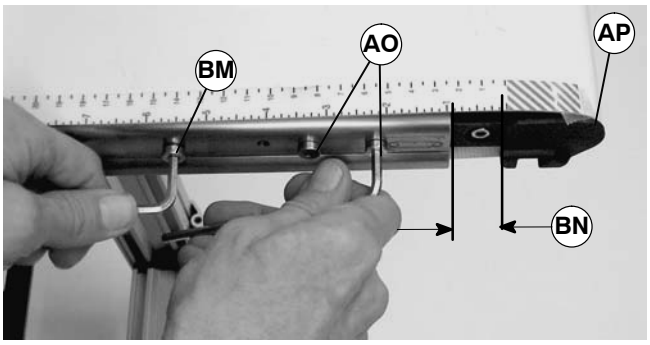

Figure 38
NOTE: The M6 low head screw (BM of Figure 38), which is used for extending the idler spindle assembly to tension the belt, has a yellow colored head.
12. Turn M6 low head screw (BM of Figure 38) clockwise to extend idler spindle assembly (AP) 1¨ (25 mm) (BN).